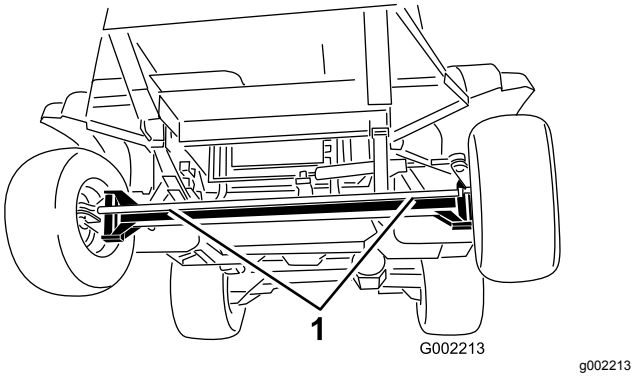
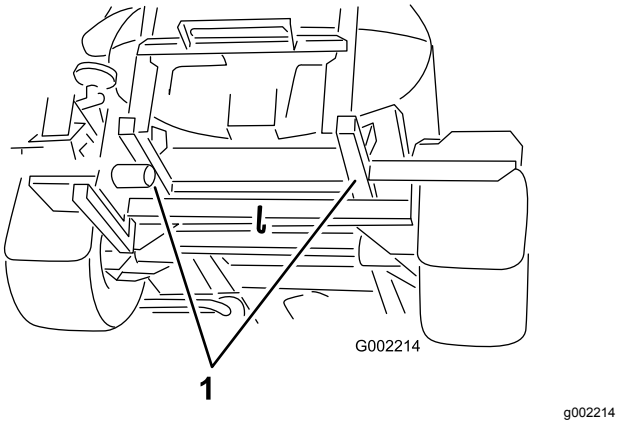

**Рисунок 53**
**Рисунок 54**
2. Прикрепите буксирный трос к раме; см. расположение передних и задних точек буксировки на Рисунок 53 и Рисунок 54.